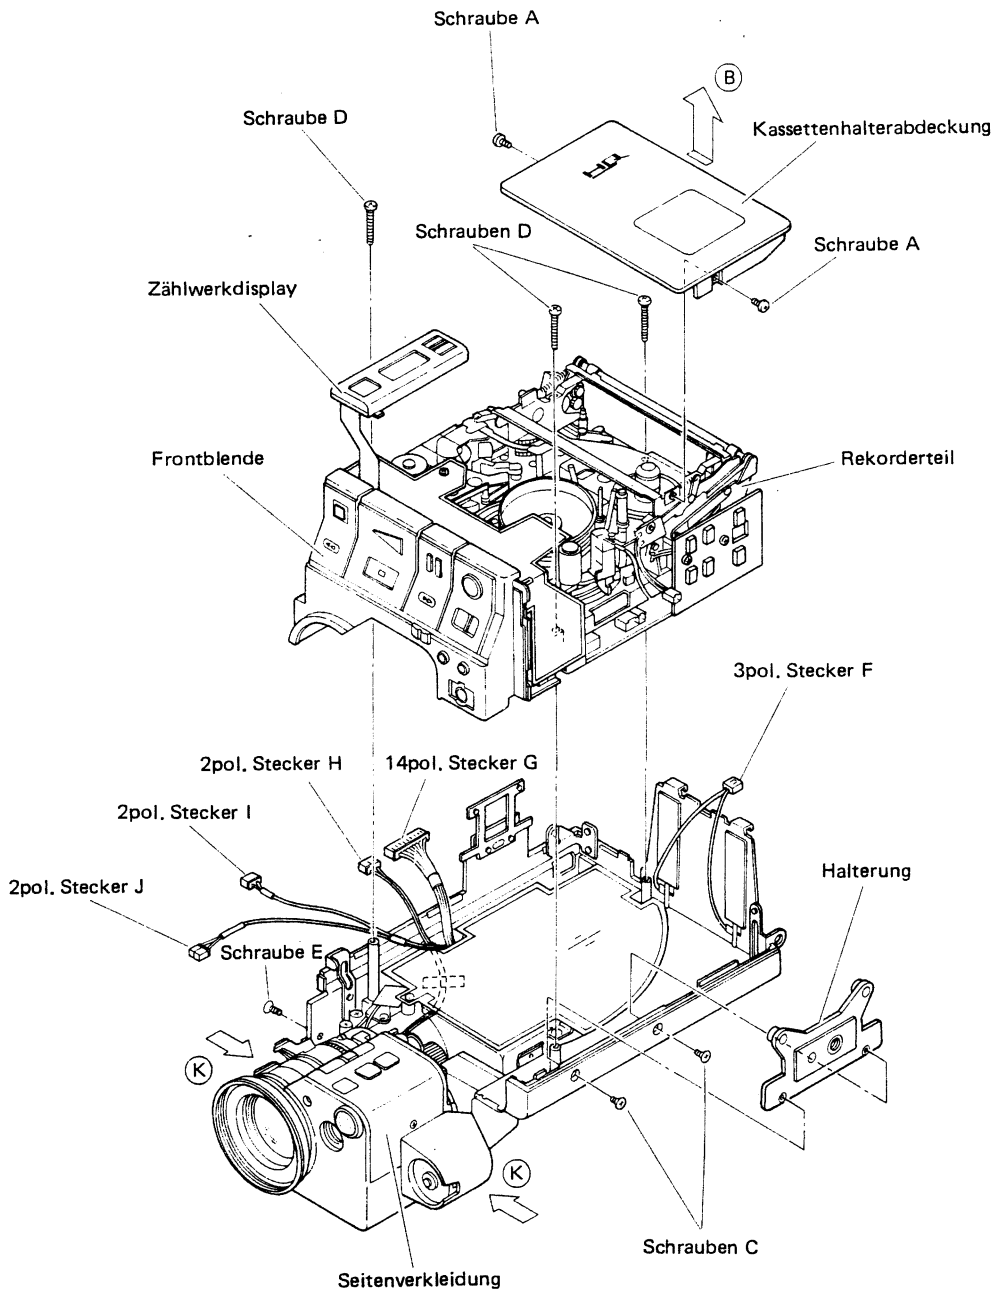

Abb. 1-1-3
1. Unter Bezugnahme auf Abb. 1-1-3 die beiden Schrauben A für die Kassettenhalterabdeckung entfernen. Die Abdeckung in Pfeilrichtung Ⓑ abziehen.